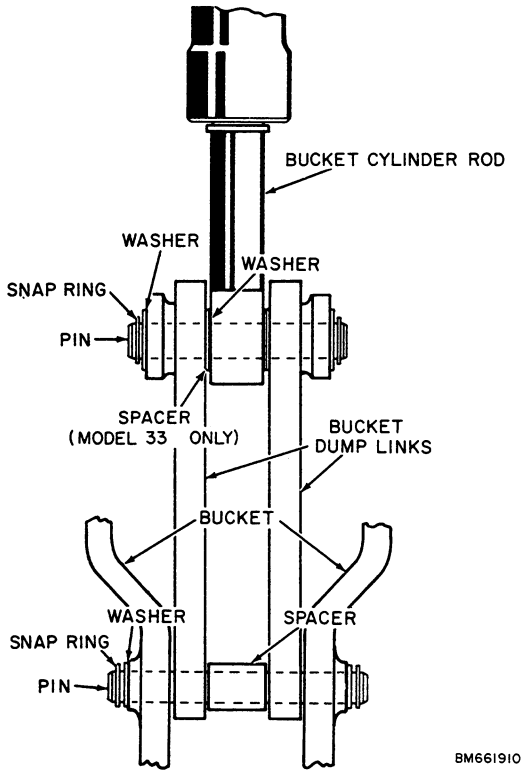

Figure 3D-19 - Installing Bucket
c. The piston rod now can be positioned hydraulically. Attach the rod end of the cylinder to the bucket linkage as shown in Figure 3D-19. Grease fitting on rod eye must point up.